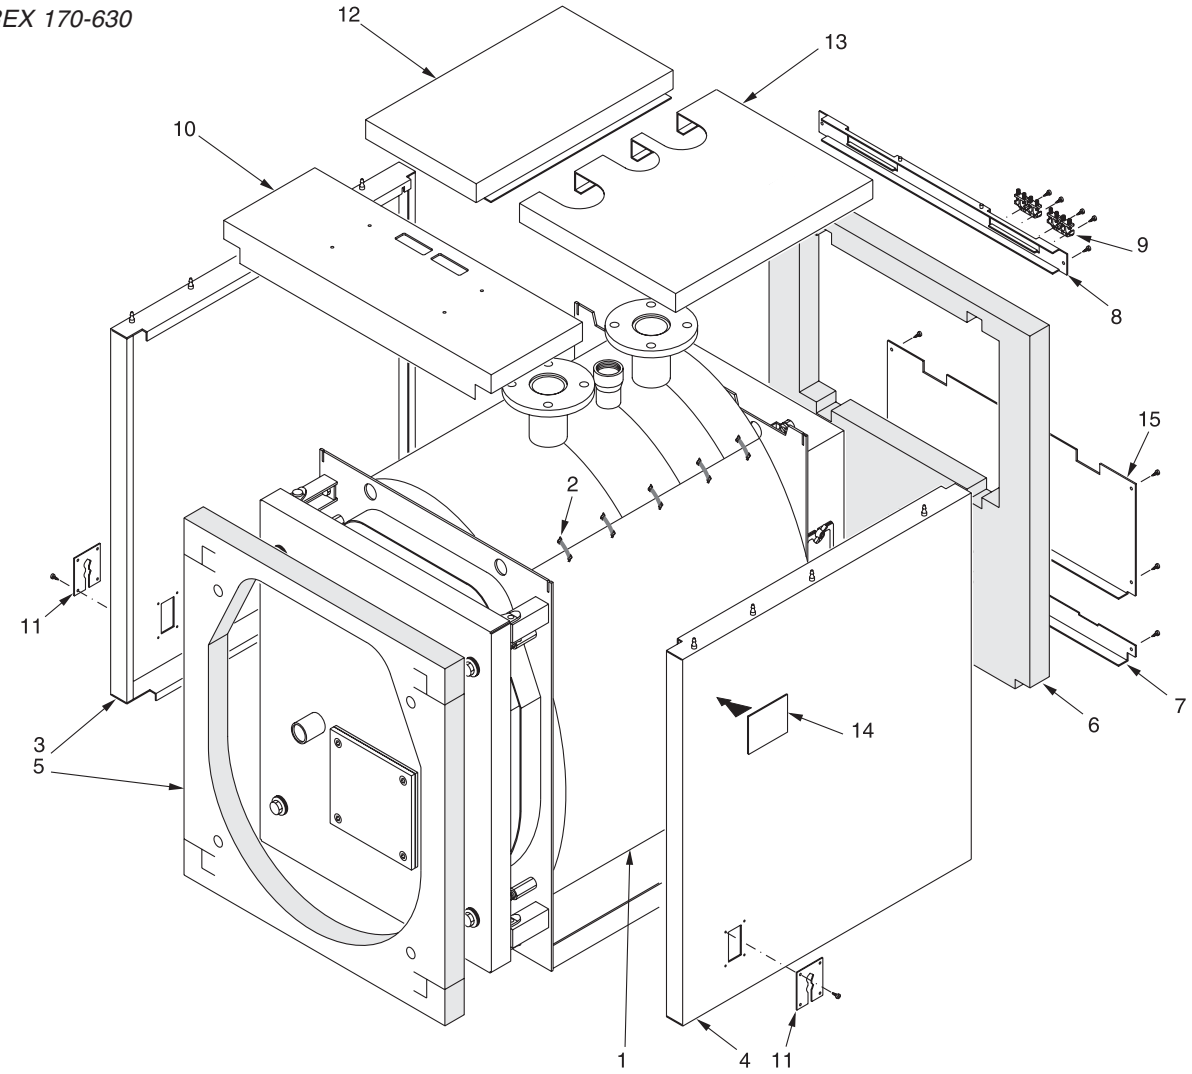

рис. 21
N.B. Для моделей котла от **ELL 170 до ELL 510** (см. рис. 21), обшивка и изоляция находятся в одной упаковке с маркировкой:
N.B. Для модели **ELL 630** (см. рис. 21) и для моделей от **ELL 760 до ELL 2200** (см. рис. 22 и 23), обшивка и изоляция находятся в трех упаковках маркированных:
Последовательность монтажа (см. рис. 21)